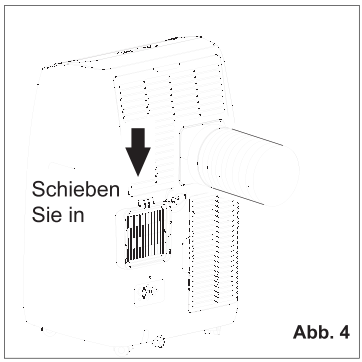

Abb. 4
3. Montieren Sie den Schlaucheinlass in das Gerät (Abb.4).